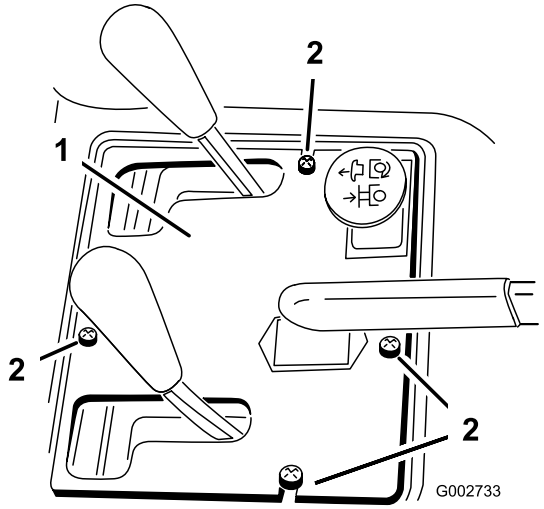

Figur 35
2. Ta ut de (4) skruene som fester kontrollpanelet til rammen (Figur 35).